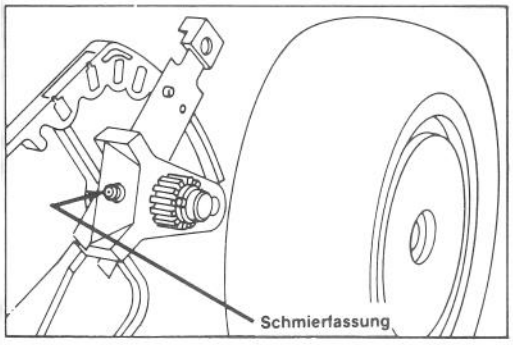

Abbildung 15
2. VORDERE ACHSENBOLZEN SCHMIEREN (Abb. 15) — Schnitthöhe auf 7,62 cm einstellen und den Radbolzen lösen, um zusätzlichen Abstand um die Schmierfassung zu erhalten. Wischen Sie die Schmierfassung mit einem sauberen Lappen ab. Setzen Sie die Schmierpistole an der Fassung an und geben Sie vorsichtig 2-3 Tropfen von #2 Mehrzweck Lithium Base Fett darauf. Übermäßiger Druck kann die Dichtungen beschädigen.